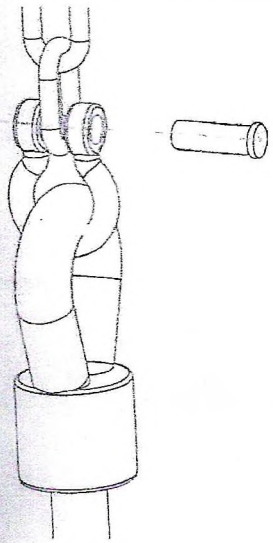

Рис. 2 Верхнее крепление канатного подвеса
10.2. Сиденье крепится к подвесам, выполненным из каната. Верхнее крепление канатного подвеса представляет собой омегообразную скобу 8 мм (Рис. 2). Она является переходным элементом между подвесом и цепью.